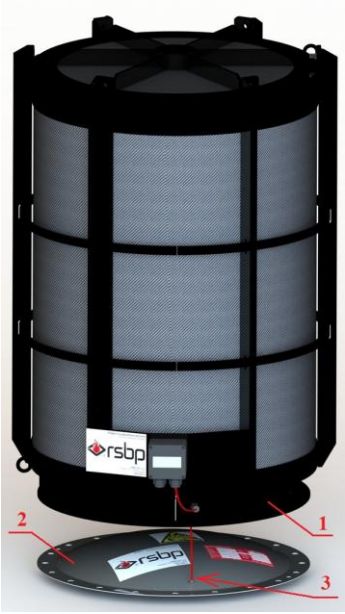

Рис. 6 – Состав пламягасителя
1) Составной частью каждого поставляемого пламягасителя являются мембрана и сигнализатор (см. рис. 6)